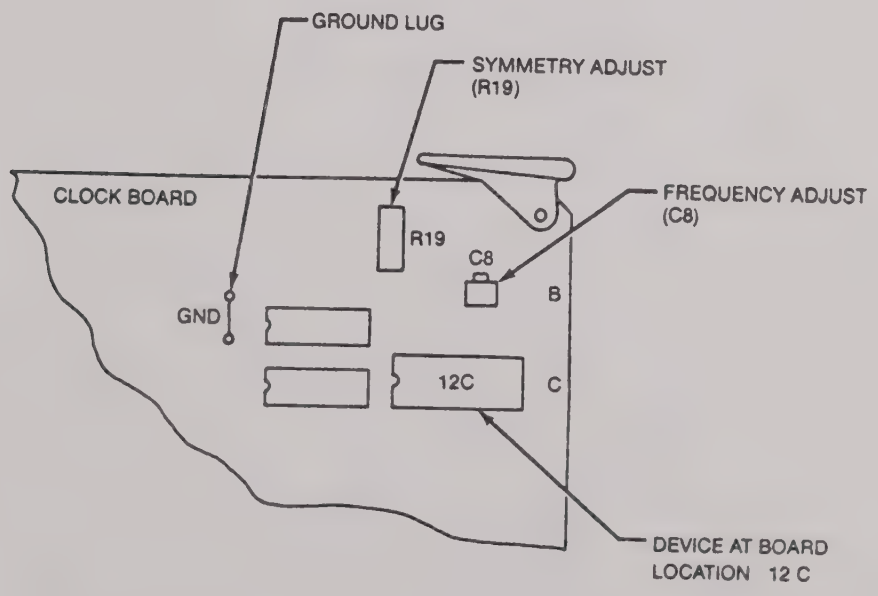

Figure 3-12. Clock Board Internal Clock Adjustment
5. Connect the oscilloscope probe tip input to pin 12 (output) on the 100102 IC device at board location 12C. Connect the probe ground lead to the ground lug at board location 11B. See Figure 3-12 for clock board component locations.